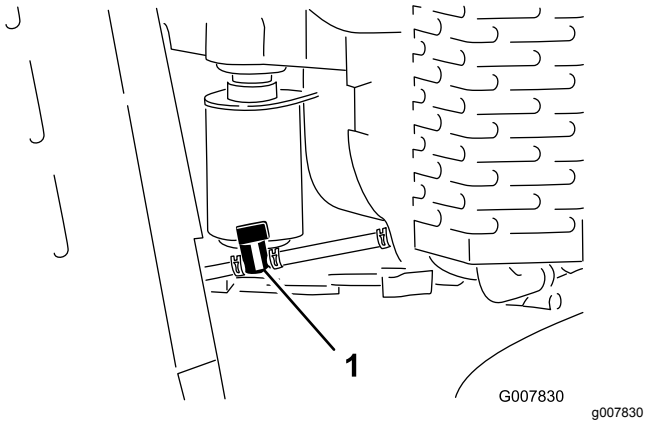

**Figuur 40**
4. Draai de brandstofafsluitklep dicht (Figuur 40).
5. Knijp de uiteinden van de slangklem aan de motorkant van de brandstofafsluitklep samen en schuif ze op de brandstofleiding, weg van de klep (Figuur 40).
6. Trek de brandstofslang van de klep (Figuur 40).
3. Draai de brandstofafsluitklep dicht (Figuur 40).
7. Open de brandstofafsluitklep (Figuur 40).